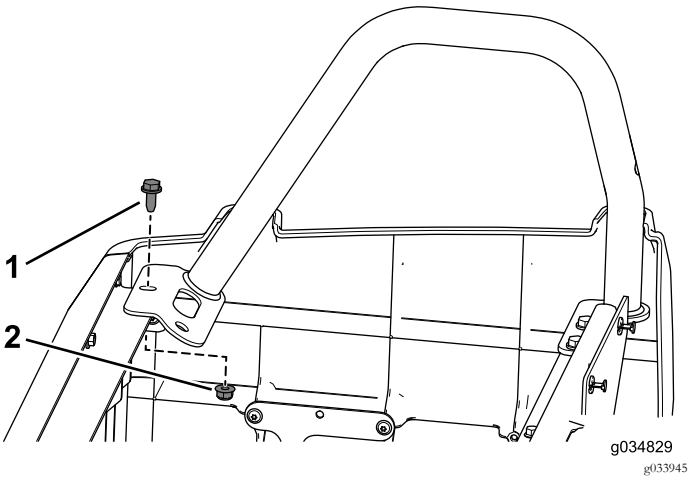

Figura 50
1. Utilice el perno con arandela prensada (3/16" x ¾") y la tuerca con arandela prensada que retiró anteriormente para sujetar la barra de seguridad trasera derecha a la base del asiento trasero (Figura 50).